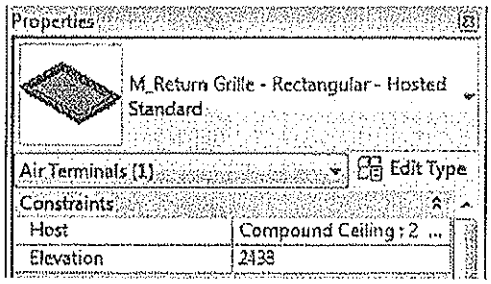

Figure 8–4
- Air terminals that are hosted by a ceiling in a linked model (as shown in Figure 8–4), move automatically with any changes that the architects make to the ceiling height. This can be an advantage of using hosted fixtures.
- If the architect deletes the ceiling and puts a new one in the linked model, the hosted air terminals are orphaned and do not move with changes in the ceiling height. A warning box opens when you reload the linked model or reopen the MEP project, as shown in Figure 8–5. Use the **Coordination Monitoring** tools to address the issue.